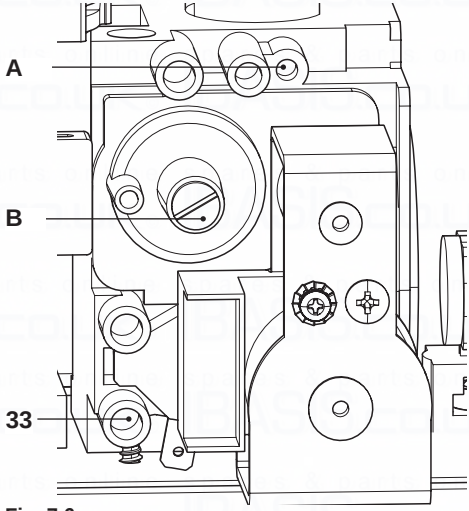

Fig. 7.6
- When the boiler is switched off (out of order), check the supply pressure by using the 33 point in Fig. 7.6 and compare the value read with that reported on the Gas supply pressure table in the "Technical Data" section (pag. 30 Inovia 16S, pag. 32 Inovia 25S.
- Close well the pressure point 33 in Fig. 7.6.